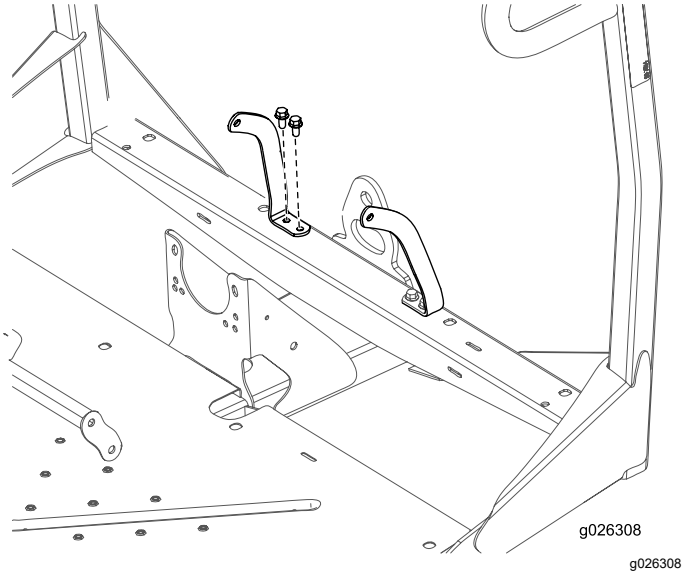

**Figura 9**
4. Fissate l'ancoraggio sinistro e destro della cintura di sicurezza al telaio anteriore con 4 bulloni (3/8 poll.) e 4 dadi (3/8 poll.) (Figura 9).